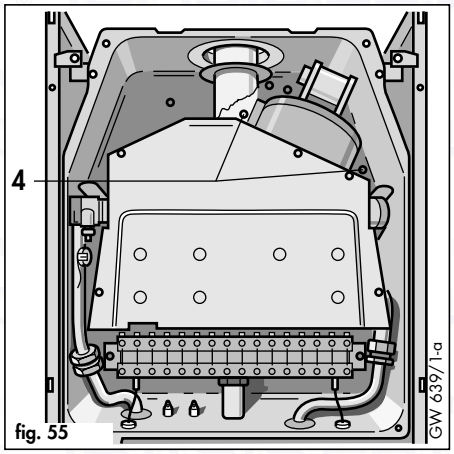

fig. 55
7.2 Replacement of fan (fig. 55)
- Remove the 2 fan securing screws (4) and remove fan.